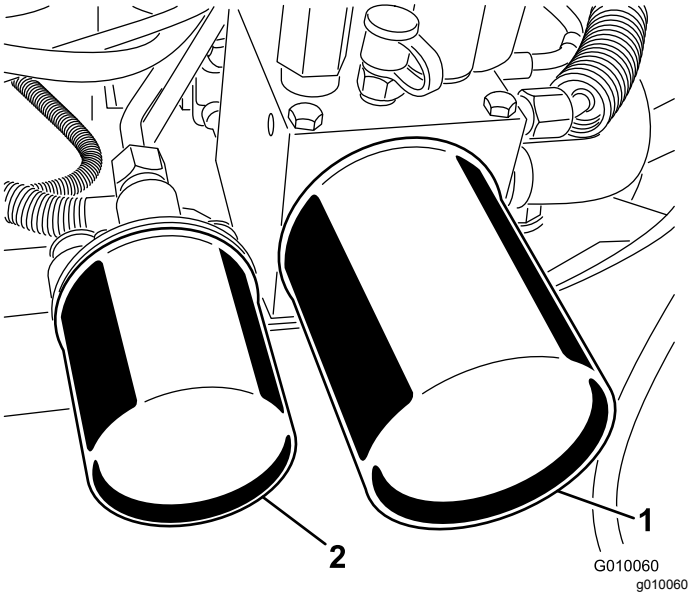

**Figur 60**
2. Sätt ett avtappningskärl under filtren, ta bort de gamla filtren och torka filteradapterns packningsyta ren (Figur 60).